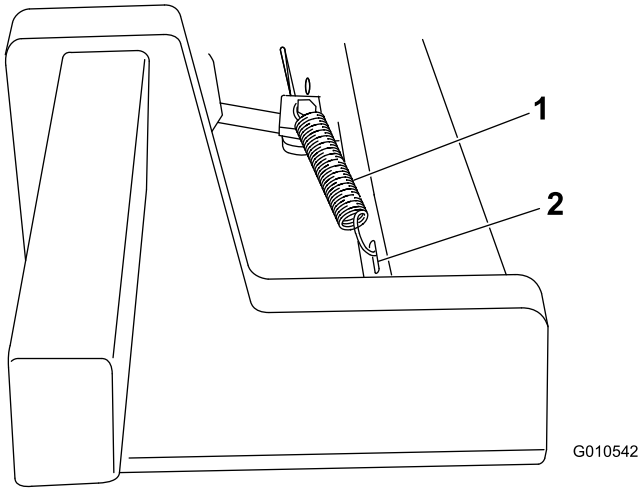

Figuur 4
6. Verwijder de borgpennen uit de gaffelpennen waarmee de remhouders zijn bevestigd en werp de borgpennen weg. Houd de gaffelpen op zijn plaats en bevestig het korte uiteinde van de veer in de opening van de gaffelpen om de onderdelen bij elkaar te houden. Sluit het andere uiteinde van de veer aan op de sleufopeningen in de hefarmen (Figuur 4).